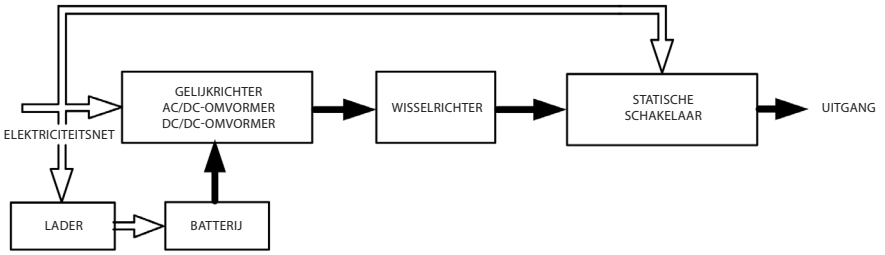

*Afbeelding 5.3*
3. Bij een storing zal de UPS werken zoals in afbeelding 5.3. Als de batterijen bijna leeg zijn, zal de zoemer constant afgaan totdat ze volledig leeg zijn. Dankzij de bescherming voor zwakke batterijen van de UPS zal de voeding bij een bepaald ladingsniveau worden uitgeschakeld om een diepe ontlading van de batterijen te vermijden.